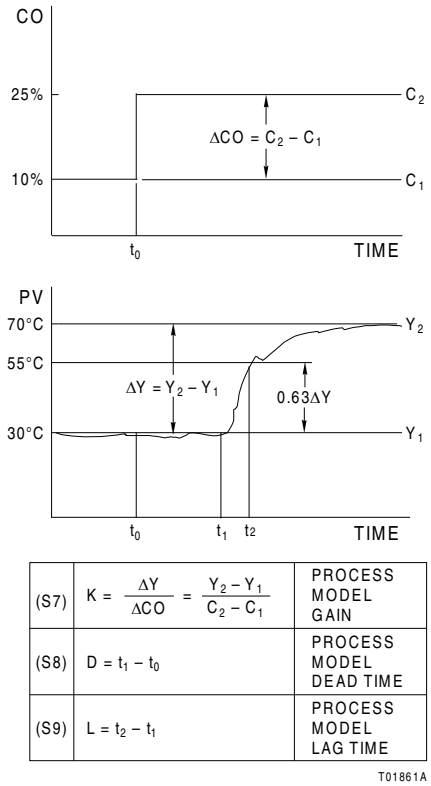

Figure 160-1 Process Model Parameters
Many processes have open-loop step responses similar to the one shown in Figure 160-1. In an open-loop step test, the controller is in manual and the controller output (CO) increases or decreases in a single step. The process response is the behavior of the process variable (PV) in response to the CO change. In the test, PV and CO are initially at steady-state near the desired operating point (i.e., the values of PV and CO are constant over a reasonable period prior to the CO step
The ISC controller uses three parameters to characterize the open-loop step process response: S7, process model gain (K); S8, process model deadtime (D); and S9, process model lag time constant (L). Figure 160-1 shows an example of these parameters. In this example, PV is initially at steady-state at 30 degrees Celsius and CO is at ten percent. CO changes from ten percent to 25 percent at time t_0. PV starts to move from its initial value at time t_1 and reaches a new steady-state temperature of about 70 degrees Celsius. Process model gain is the ratio of the steady-state change in PV to the change in CO, for example,